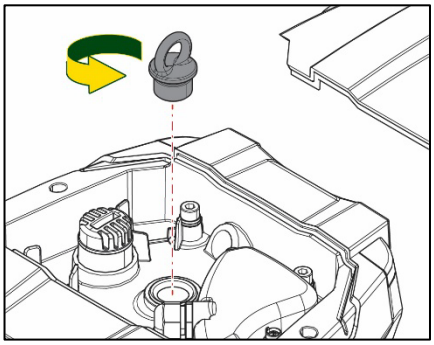

Рисунок 22
2. Отвинтите и снимите подъемный механизм внутри верхнего отсека (Рис. 22). Во время выполнения данной операции следите за тем, чтобы внутрь двигателя не попали жидкие или твердые примеси.